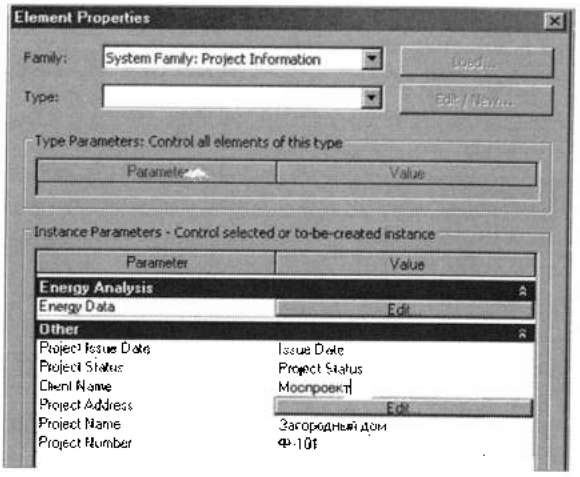

Рис. 2.11. *Создание и редактирование параметров проекта*
Параметры проекта. Параметры проекта в отличие от общих параметров задаются для конкретного проекта и не могут совместно использоваться в разных проектах. Примером категории, с которой связываются проектные параметры, является *Project Information* (Сведения о проекте). Параметры этой категории представлены в боксе **Element Properties** (рис. 2.11), который открывается на ленте **Manage** (Управление) в разделе **Project Settings** (Настройки проекта) командой **Project Information.** При отсутствии в свойствах элементов нужного параметра, он может быть создан как общий или проектный параметр.
1. На ленте **Manage** в разделе **Project** открыть командой **Project Parameters** (Параметры проекта) (рис. 2.11) одноименный бокс. В нем представлены все параметры, как общие так и проектные, которые пользователь назначил категориям.